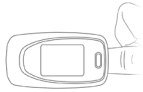

Figura 5. Coloque o dedo na posição
- O dedo deve ser colocado corretamente (veja a figura 5 em anexo), uma vez que uma montagem inapropriada ou uma posição de contacto inapropriada do sensor influenciará a medição.
5.2 Abra o clipe conforme o mostrado na Figura 5.